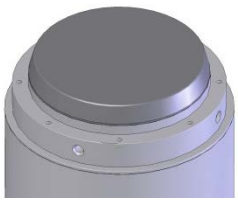

Figure 1
1. Nettoyez et dégraissez le capot, le support en céramique, la bague de maintien de la céramique (C) et le disque en céramique (A).
2. Graissez légèrement le joint torique (D) et placez-le dans la gorge située en haut du support en céramique.
3. Faites reposer le disque en céramique (A) au centre du joint torique (figure 1).
4. Placez la bague de maintien (C) par-dessus le disque en céramique (A). Appliquez une petite quantité de freinfilet faible résistance (par ex. Loctite 222) à 8 vis (E).